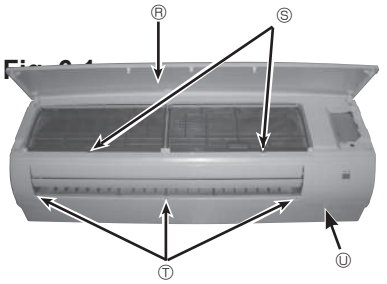

Fig. 6-2
① Appuyer sur les boutons et les déverrouiller de chaque côté de la grille avant et soulever celle-ci jusqu'à ce qu'elle soit de niveau. Avancer les charnières pour déposer la grille avant. (Fig. 6-2)
② Retirer les 3 capuchons de vis du panneau. Retirer 5 vis. (Fig. 6-2)
⑦ Retirer la vis du cache. (Fig. 6-2)